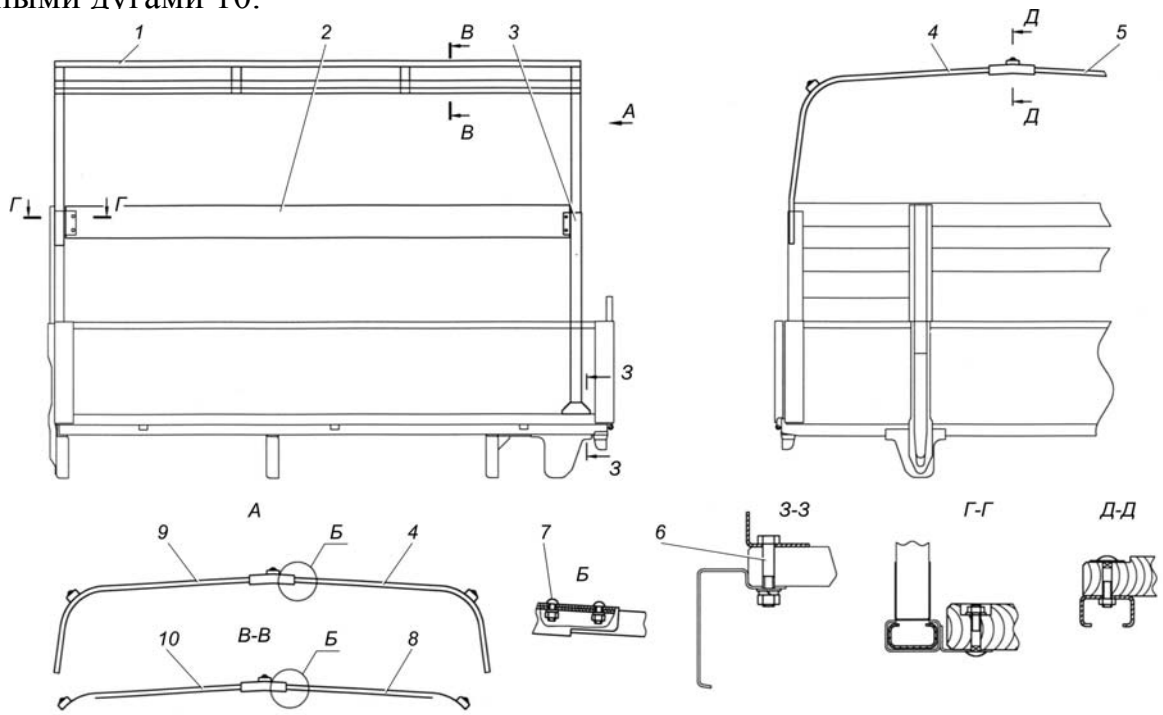

Рис. 12.2**. Установка деталей каркаса тента:**
Установка каркаса тента показана на рис. 12.2.
1. Установить стойку 3 (рис. 12.2) с левой стороны платформы и стойку тента среднюю правую (на рис. не показана) с правой стороны, предварительно вывернув болты 6 из настила пола. После установки стоек закрепить их этими же болтами.